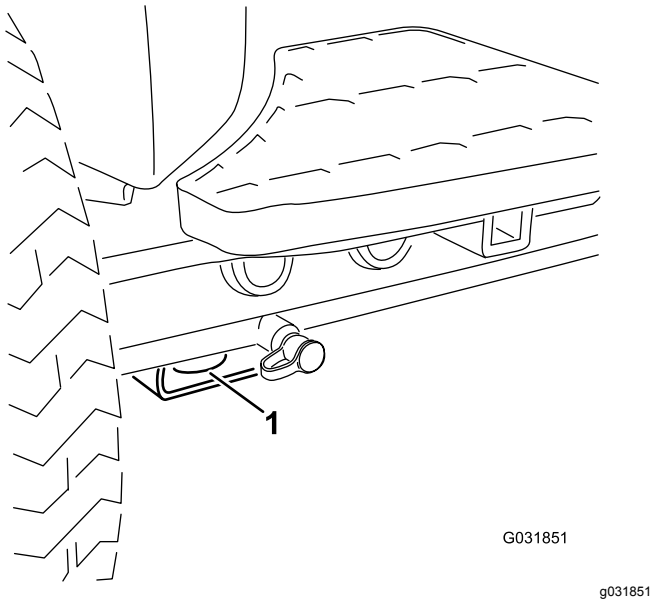

Figur 68
- Foran – hullet i den rektangulær platen, under akselrøret, innenfor hver av de fremre festepunktene (Figur 68)